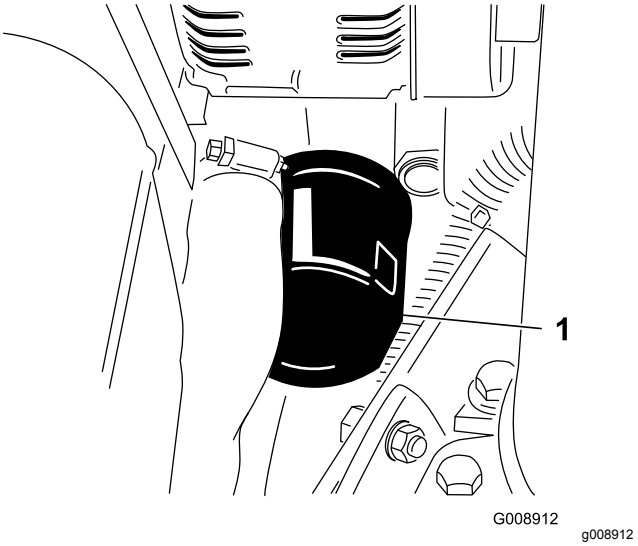

Figur 46
3. Fjern oliefilteret (Figur 46).